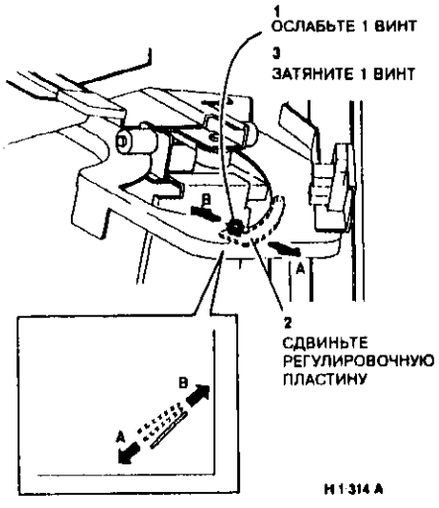

Рисунок 3. Регулировка положения угловой скрепки
4. (Рисунок 3) Отрегулируйте положение скрепки в углу.